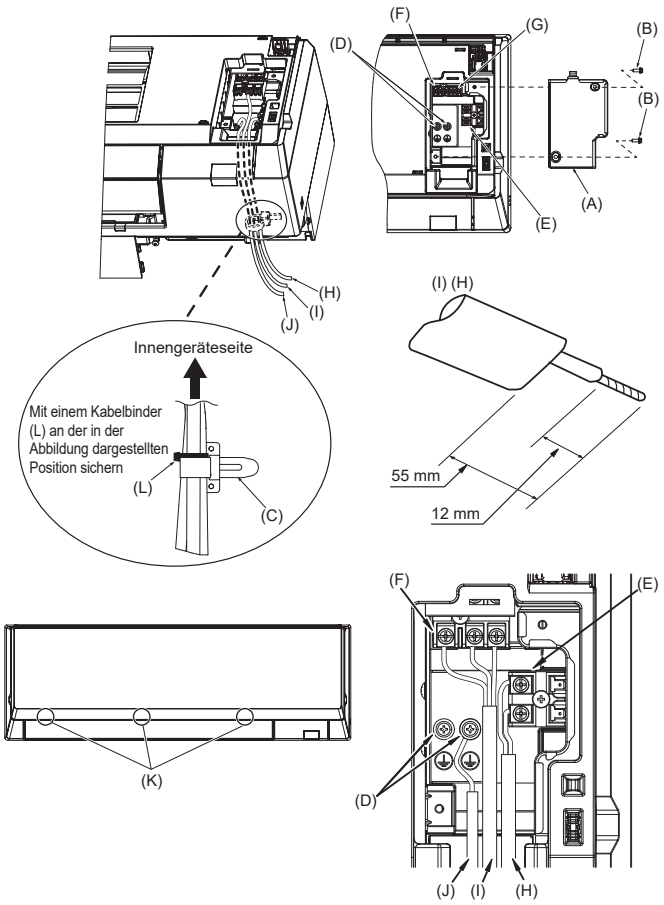

Abb. 6-1
6.1. Elektrische Verdrahtung (Abb. 6-1)